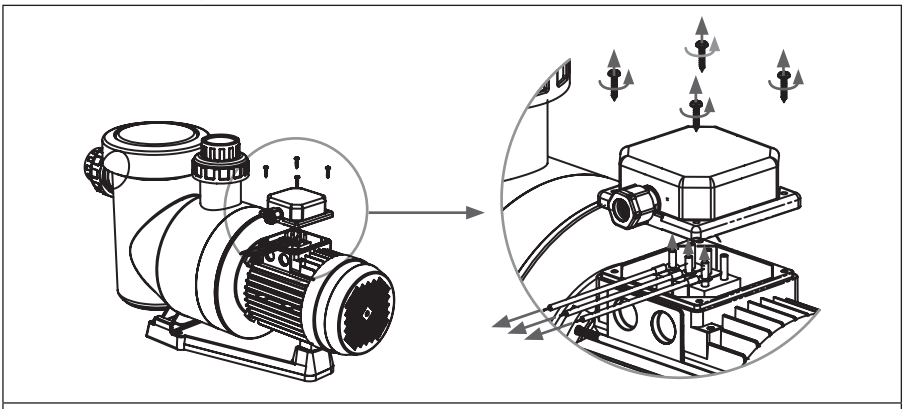

FIGURA 4
1. Desenrosque los tornillos para abrir la caja de conexiones. (FIGURA 4)
2. Desconecte y retire los cables de prueba de fábrica del bornero. (FIGURA 4)